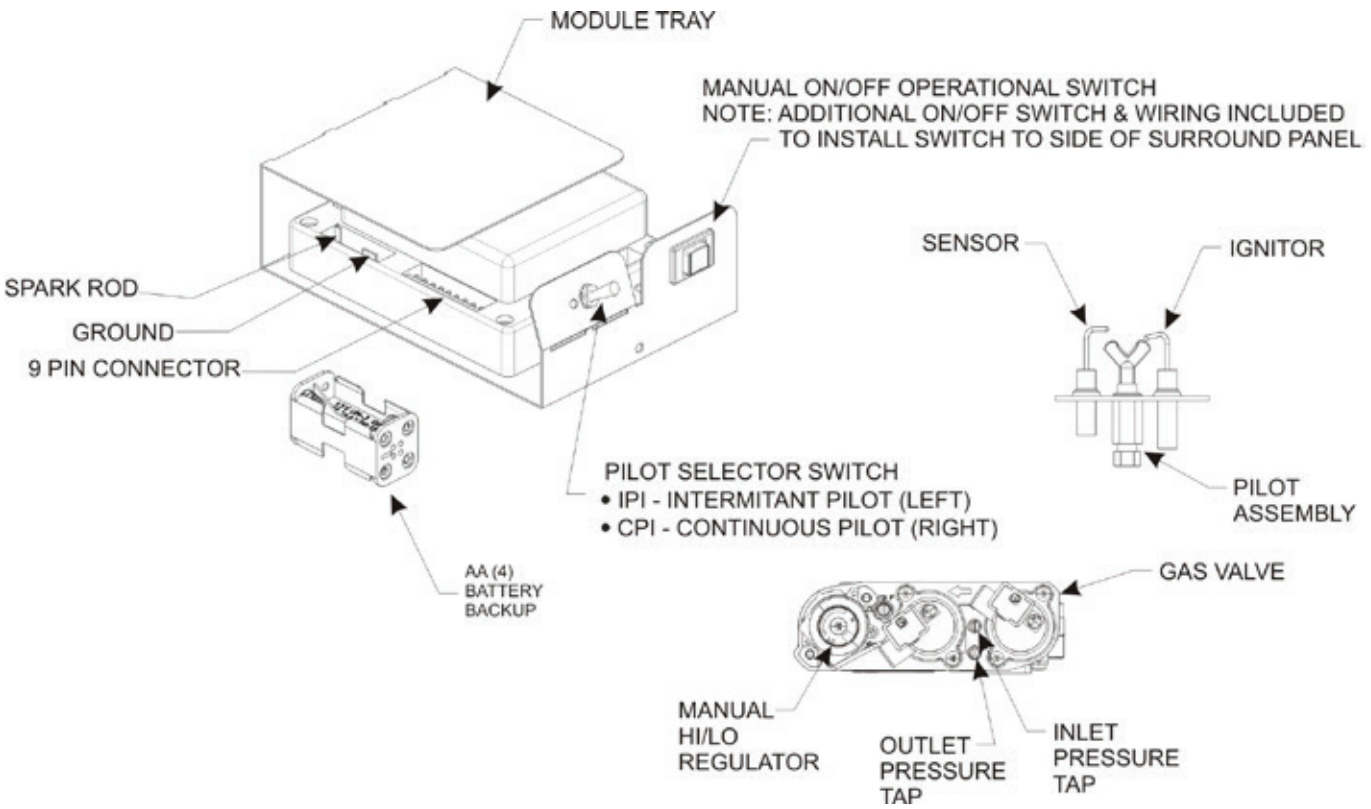

**Figure 32**
***NOTICE***: A small toggle switch is located on the front of the module tray that is used to switch from IPI (left position) to the CPI (right position). **See Figure 32.**
3. The gas valve has inlet and outlet pressure taps as shown in Figure 32. Refer to pages 5 and 12 to 13 for gas pressure requirements.
***NOTICE*:** The gas control has a manual HI/LO flame adjustment knob (regulator) that allows you to increase or decrease the height of the burner flame. See Figure 32. Rotate the HI/LO knob counterclockwise to “HI” to increase the flame height, and clockwise to “LO” to decrease the flame height.